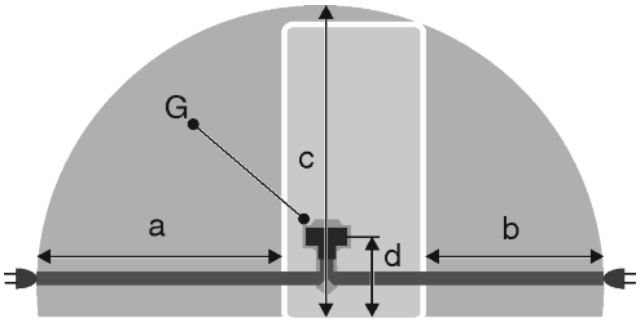

Fig. 21
- The socket is outside the back of the appliance area in the specified area *Fig. 21 (a, b, c)*.
▶ Insert the appliance plug *Fig. 21 (G)* into the back of the appliance. Ensure that it clicks into place.